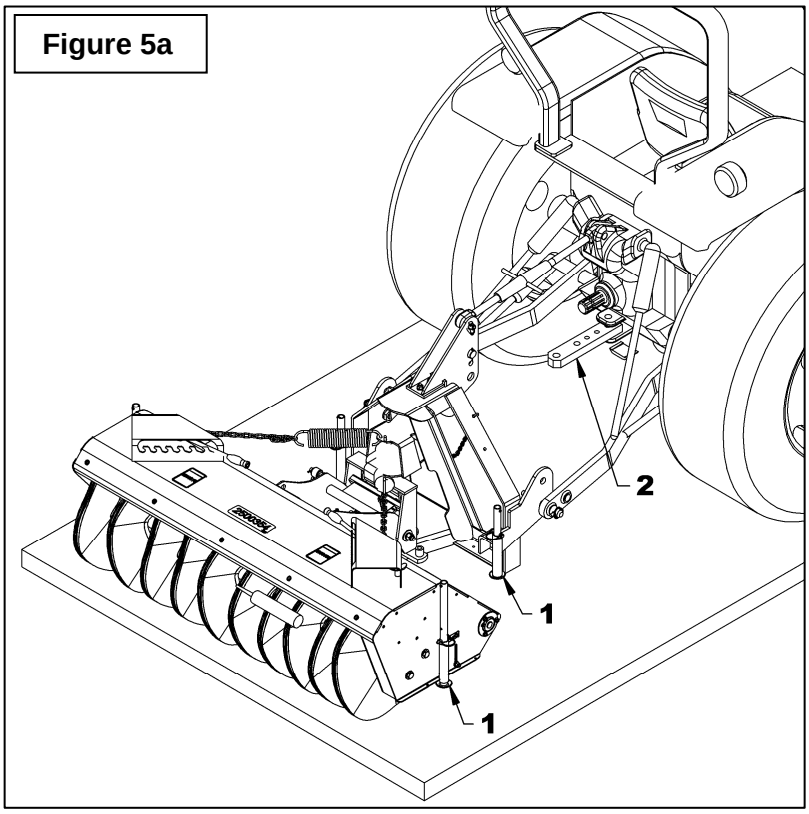

Figure 5a
(Figures 5a-5b-5c-5d)
1. **Figure 5a:** After the broom is installed on the tractor, lift the broom and raise the parking stands (item 1) as shown and remove the draw bar (item 2).